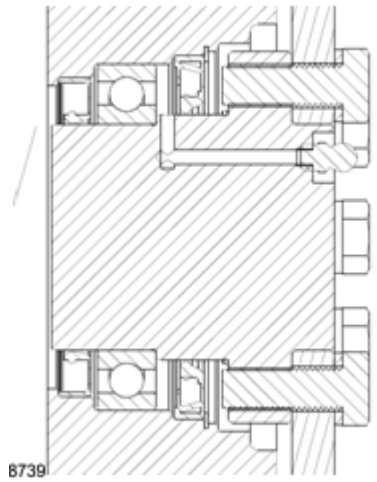

FIGURA 11-10
5. Presione el sello interior (artículo 10), el cojinete (artículo 8), el sello exterior (artículo 9) y el anillo elástico (artículo 11) hacia el interior del tambor (artículo 6). Asegúrese de orientar los rebordes del sello de acuerdo con la Figura 11-10.